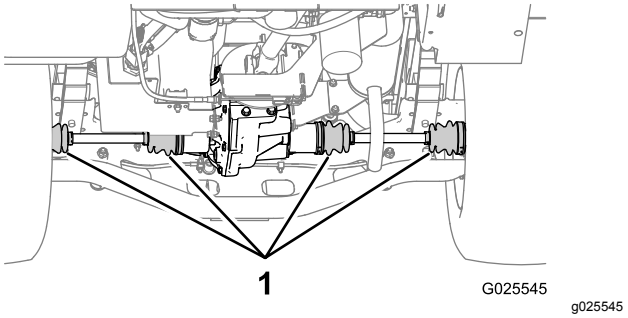

図 66
2. 後アクスル部分にある風速安定ボックスが破損していないか、潤滑剤が漏れていないか点検する図 66。